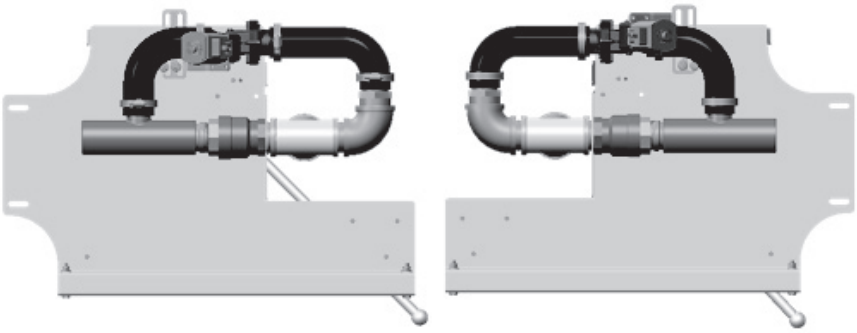

Fig. 17
22. Attach rubber hoses to plastic drain tee and barbed fitting on master drain assembly and tighten clamps. **Ensure assembly matches correct diagram for direction of unit (Fig. 17) and that the solenoid valve is installed correctly for direction of drain water flow.**